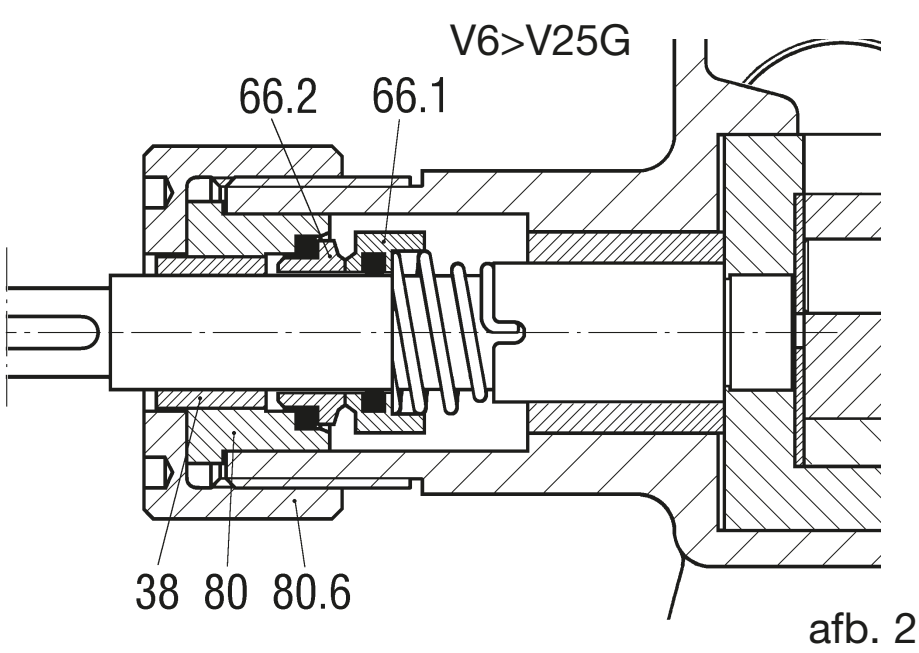
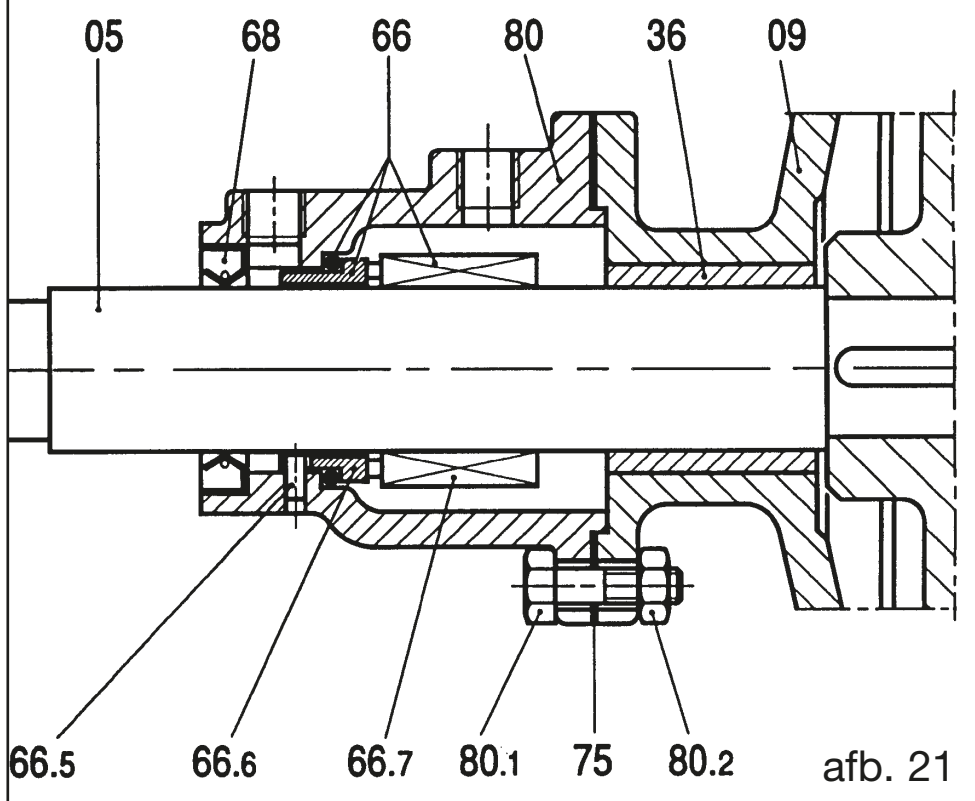

afb. 20
afb. 21
- ☐ Monteer het sleuteltje (41) in de betreffende zitting en forceer de as in de rotor met gebruik van de pers. Monteer sleuteltje (42) niet.
- ☐ Assembleer de as (05) met de flens-steun (09), de pakkingvlechthouder of de afdichtinghouder (80) en de steun. Deze handeling gaat gemakkelijker als u de pomp verticaal zet met de rotor rustend op de werkbank.
12.4 Montage mechanische afdichting ST5, ST6 pompen van gietijzer van V6 tot V25 (afb.20)
- ☐ Steek de afdichtinghouder (80) met het vaste deel (66.2) gemonteerd naar binnen
12.5 Montage enkele mechanische afdichting ST4, ST5, ST6 (afb.21)
- ☐ Breng de flens-steun (09) aan.